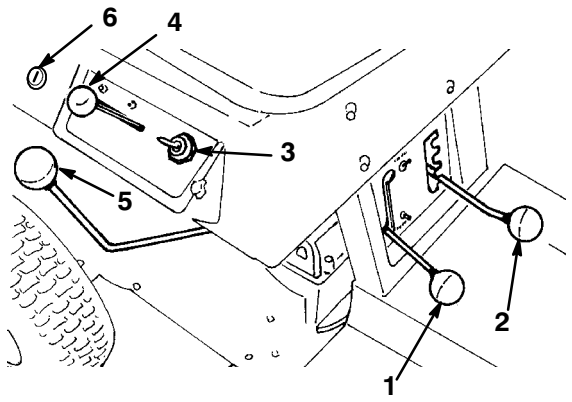

Figure 5
Avant de mettre le moteur en marche et d'utiliser la machine, familiarisez-vous avec toutes les commandes (Fig. 5).
(Fig. 5) — La boîte-pont comprend cinq vitesses de marche avant, le point mort et la marche arrière. Le levier de changement de vitesse est placé à droite du conducteur. Une sécurité empêche le démarrage du moteur quand la boîte-pont n'est pas au point mort.
(Fig. 5) — S'utilise pour embrayer et débrayer l'entraînement de la lame de la tondeuse. Une sécurité empêche le démarrage du moteur tant que le levier est en position EMBRAYEE. Le moteur ne peut démarrer que si le levier est en position DEBRAYEE.
(Fig. 5) — Commande l'ouverture ou la fermeture du papillon des gaz et du volet de starter du carburateur. Quatre positions possibles: ralenti (IDLE), marche (OPERATE), redémarrage à chaud (HOT RESTART) et starter (CHOKE). Pousser légèrement la manette vers la gauche et vers le haut pour obtenir la position "starter".
(Fig. 5) — Tourner la clé puis la laisser revenir pour désactiver temporairement la sécurité d'interdiction du travail en marche arrière. Le commutateur se trouve sur le panneau de droite, sous le siège, vers l'arrière.
(Fig. 5) — Ce commutateur fait partie du circuit d'allumage du moteur, il offre trois positions: arrêt (OFF), marche (ON), et démarrage (START). Lorsqu'on lâche la clé de contact dès que le moteur démarre, elle revient automatiquement de la position de démarrage en position de marche.
(Fig. 5) — Permet de régler la hauteur de coupe d'environ 38 à 89 mm (1"1/2 à 3"1/2), en cinq positions.